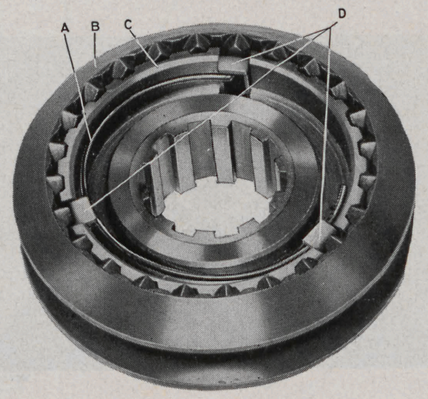

Bild 14. Synkroniseringsanordning.
Tag bort de två låsfjädrarna (A, bild 14), och skjut synkroniseringsnavet (C) ur kopplingshylsan (B).
1. Passa ihop kopplingshylsa (B) och synkroniseringsnav (C) så att de kommer i ett läge där de kunna förskjutas lätt i förhållande till varandra, se bild 14.
2. Placera de tre medbringarna (D) i sina lägen.
3. Montera låsfjädrarna (A) så att båda fjädrarnas öppningar ligger vid samma medbringare.
När fjädrarna är rätt monterade skall de ligga så som bild 14 visar, oavsett vilken sida av synkroniseringsanordningen som vändes upp. Låsfjäder som är vinkelböjd endast i en ände lägges med den böjda änden i medbringaren.